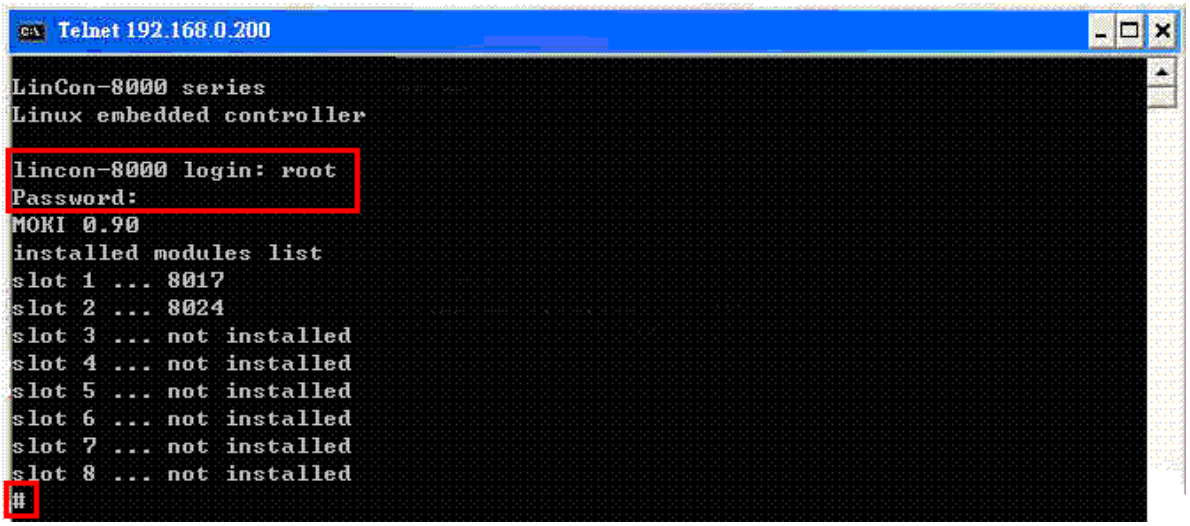

Fig.5-10
(1) Open a "DOS Command Prompt" and type the IPAddress of the LP-8x4x, for example: **telnet 192.168.0.200**, to establish a connection to the Ttelnet Server on the LP-8x4x. When prompted, type the **User_Name** and **Password ("root" is the default value for both)** to establish a connection to the LP-8x4x. If the **"#"** prompt character is displayed, it signifies that a connection to the telnet server on the LP-8x4x has been successfully established. (refer to Fig. 5-10)